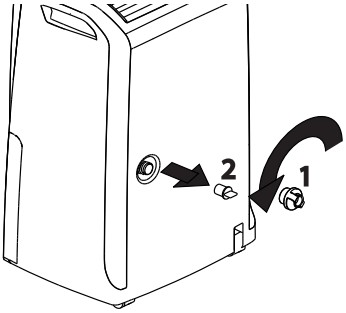

fig. 2
1) Retirez le capuchon de vidange en continu **1** en le tournant dans le sens antihoraire, puis retirez la bonde en caoutchouc de la goulotte **2** (Fig. 2).